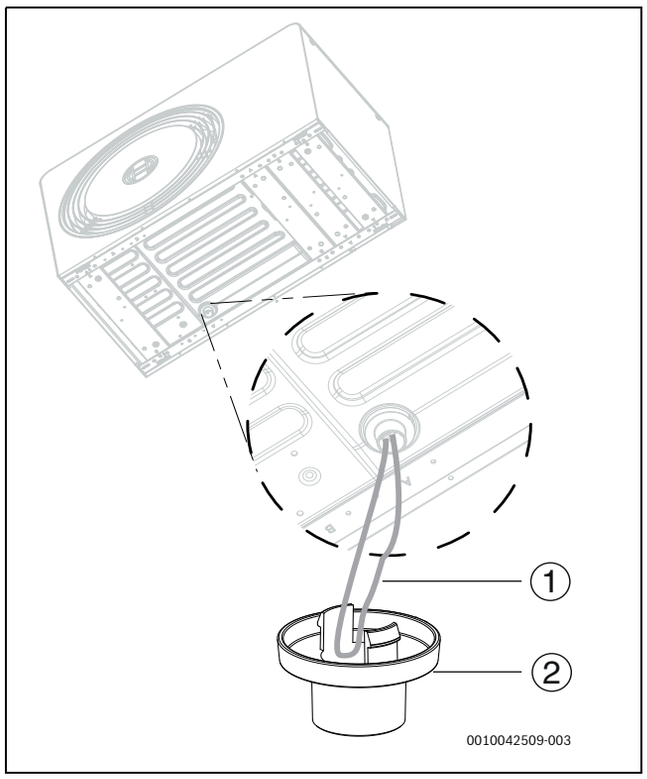

Fig. 23 Installation de la buse de vidange
3. Extraire la boucle de l'élément chauffant du bac de récupération et la faire passer dans la buse de vidange (→bild 23). Fixer la buse de vidange à la pompe à chaleur.